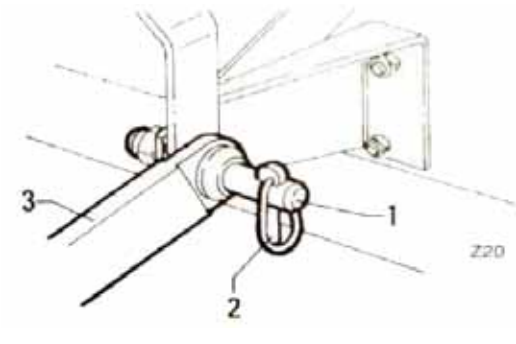

Abbildung 7
- Sichern Sie diese mit den Splinten „2“ (Abb. 7).